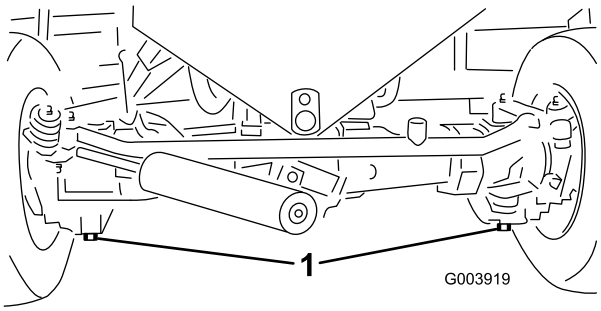

Figur 64
2. Rengör området runt avtappningspluggarna (Figur 64).